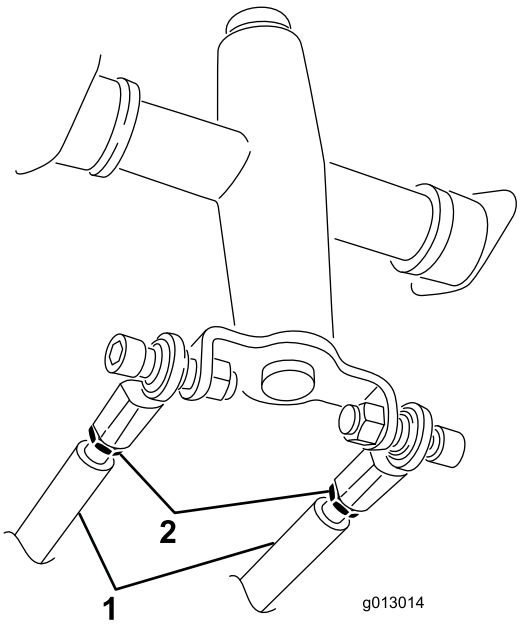

Figur 53
3. Lossa kontramuttrarna på drivstängerna, under reglagepanelen (Figur 53).